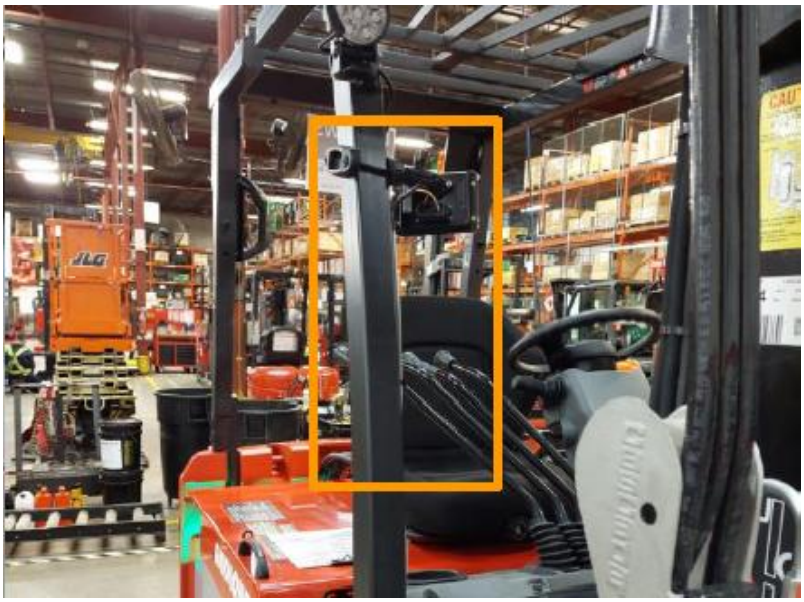

Figure 16: Image of BDI screen secured within the truck's compartment without any cables or harnesses at risk of being pulled, pinched, crushed, or damaged.
- Secure the telemetry box and the BDI screen within the truck compartment and ensure it is not at risk of being damaged (Figure 16).